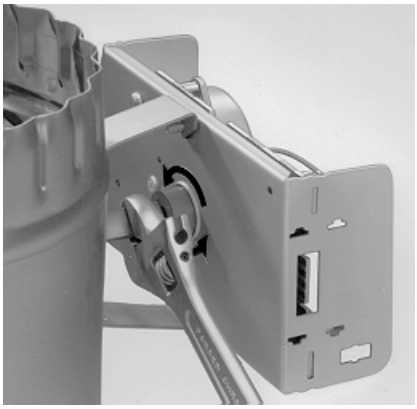

Figure 7: Manual Rotation
5. Locate the section of flat shaft between the actuator and the damper. Using a small wrench or pliers, **gently** turn the shaft **only** in the direction indicated by the rotational arrows on the actuator case until the green light comes on (see Figure 7).